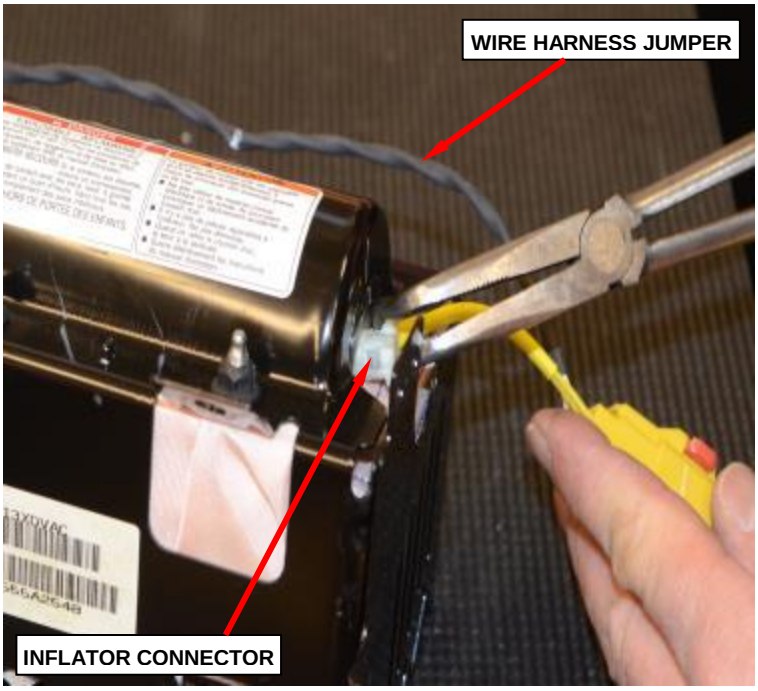

**Figure 31 – Inflator Connector**
e. Disconnect the second inflator connector from the end of the inflator using pliers (Figure 31).
f. Remove and discard the wire harness jumper (Figure 31).
o. Connect the yellow inflator wire connector (Figure 31).